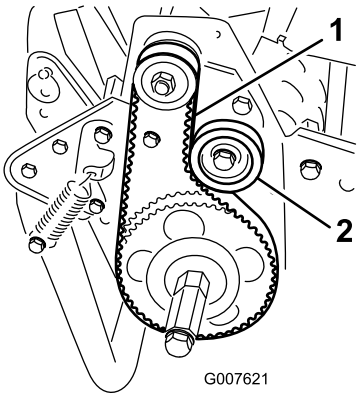

Figur 31
2. Kontrollera spänningen genom att trycka ned remmen mellan två skivor (Figur 31) med en kraft på 1,8 till 2,3 kg. Remmen ska böjas ned 6 mm.
A. Lossa fästmuttern på mellanremskivan och sväng mellanremskivan medsols mot remmens baksida tills önskad remspänning erhålls (Figur 31).